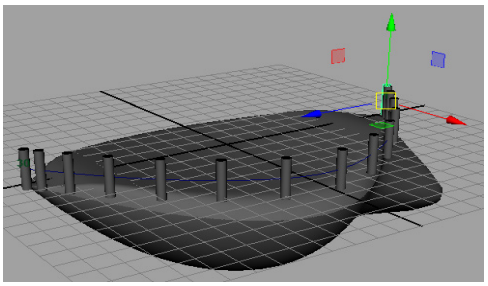

Figure 4-66 *The cylinders aligned on the curve surface*
6. Choose **Visualize > Snapshot > Create Animation Snapshot > Option Box** from the menubar; the **Animation Snapshot Options** window is displayed in the viewport. Enter **30** in the **End Time** edit box, **2** in the **Increment** edit box, and then choose the **Snapshot** button; the cylinders are aligned on the curve surface, as shown in Figure 4-66.